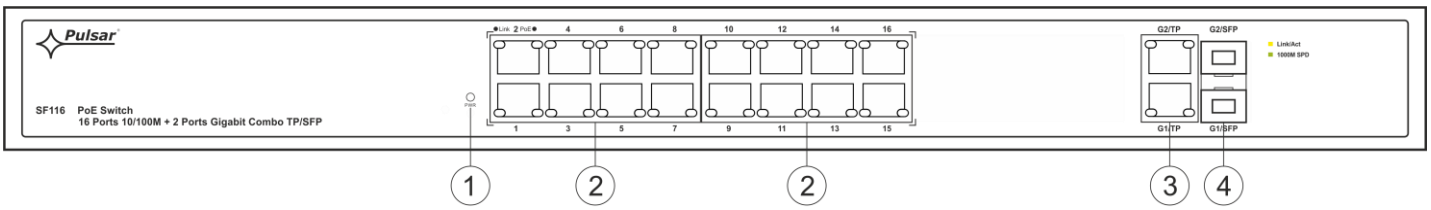

Fig. 3. The view switch'a - front.
Table 2. Elements of the switch (Fig. 3, 4).
Component No. (Fig. 3)	Description
8. Check the optical indication of the switch operation (see figure 3).